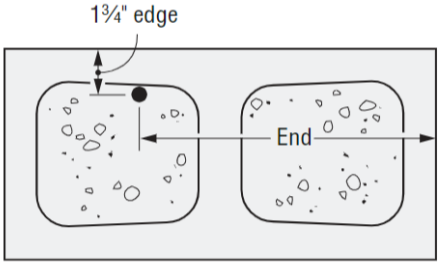

Figure 2
2. Profile steel deck must comply with the configuration in Figure 2 on the previous page, and have a minimum base-steel thickness of 0.035 inch (20 gauge). Steel must comply with ASTM A 653/A 653M SS Grade 33 with minimum yield strength of 33,000 psi. Concrete compressive strength shall be 3,000 psi minimum.
5. In accordance with ACI 318-14 Section 17.5.1.2(C) or ACI 318-11 Section D.6.1.2(c), the shear strength for anchors installed in the soffit of sand-lightweight or normal-weight concrete over metal deck floor and rood assemblies V_{sa},deck shall be substituted for V_{sa}. For seismic loads, $V_{sa,deck,eq}$ shall be substituted for V_{sa}.
Anchor Installed in Cell Opening or Web (Top of Wall) (See Figure 2)